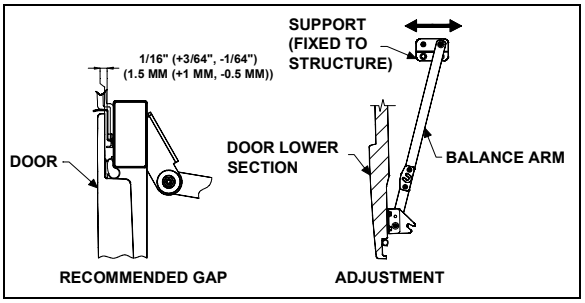

FIGURE 51: BAGGAGE COMPARTMENT DOOR 18071
8. Recheck gap mentioned in step 6. If gap has changed, correct by adjusting arm support fixed to structure. Loosen the bolt supporting the balance arm on door lower section and close the door, gap adjustment will automatically result. Tighten the bolt from inside the compartment (Fig. 51).